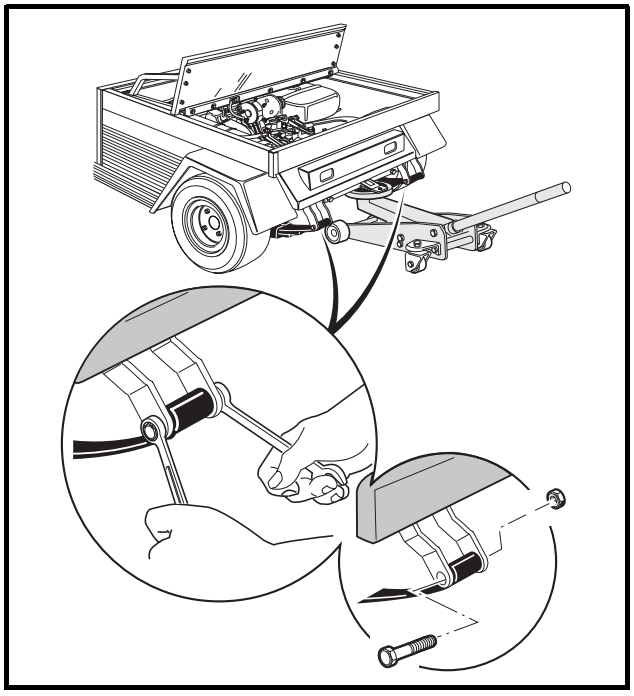

Figure 16-41 Leaf Springs and Shackles
16. Adjust the vehicle height with the floor jack to position the leaf springs for mounting in the shackles. Install the mounting bolts, and lock nuts **(Figure 16-41, Page 16-17)**.